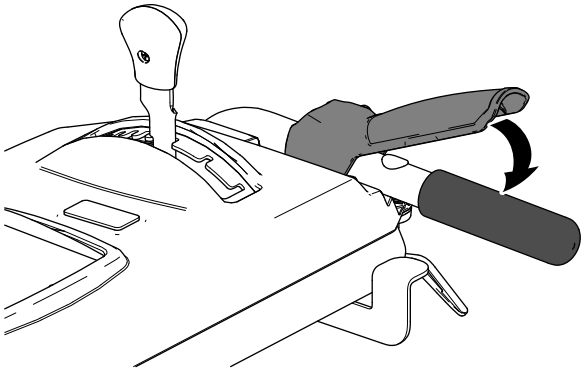

Figure 19
3. Pour engager la brosse, serrez lentement le levier de commande droit contre la poignée (Figure 19).